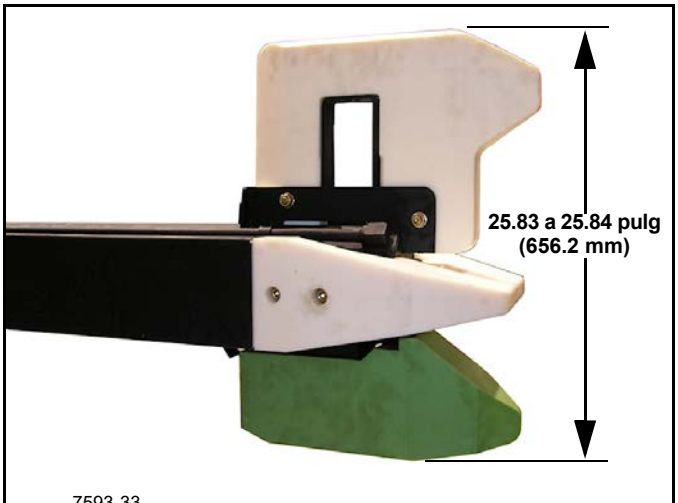

FIGURA 4-42
- Verifique que la distancia entre la parte superior de la almohadilla de desgaste superior en la parte delantera del conjunto del cilindro y la parte inferior de la almohadilla de desgaste inferior en la parte delantera del conjunto del cilindro sea de 25.83 a 25.84 pulg (656 mm) (Figura 4-42). Según sea necesario, coloque suplementos la almohadilla de desgaste inferior y el montaje de la almohadilla de desgaste inferior en el cilindro para mantener esta dimensión.